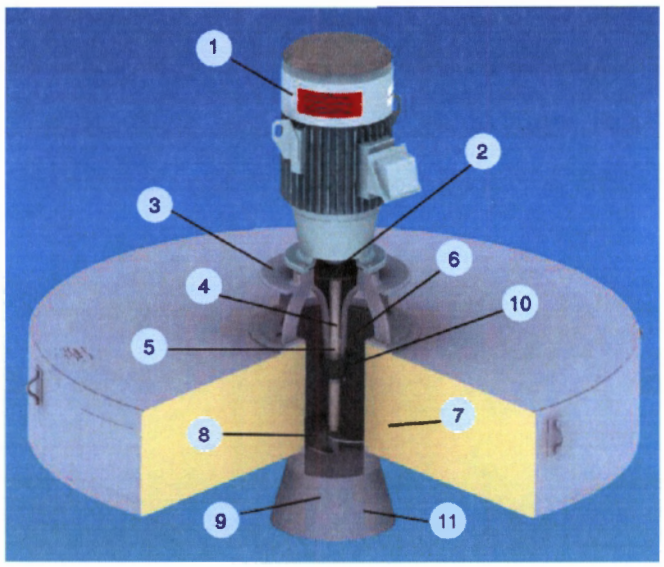

Figure 2: Diagram of Aero-Jet AquaAerobics Floating Surface Aerator
3) The design calls for ten Aqua-Jet floating surface aerators of the type currently used in the existing aerated lagoons AL-1 and AL-2, to be installed in the new STP-1. These aerators have demonstrated their reliability and operability over the years. These aerators generate a low profile spray providing little opportunity for wind entrainment to carry the spray outside of the pond area. These aerators have a "diffusion head" as shown in Figure 2 designed to divert the vertical flow from the submerged axial flow pump to the horizontal direction thereby keeping the spray within the confines of the pond.